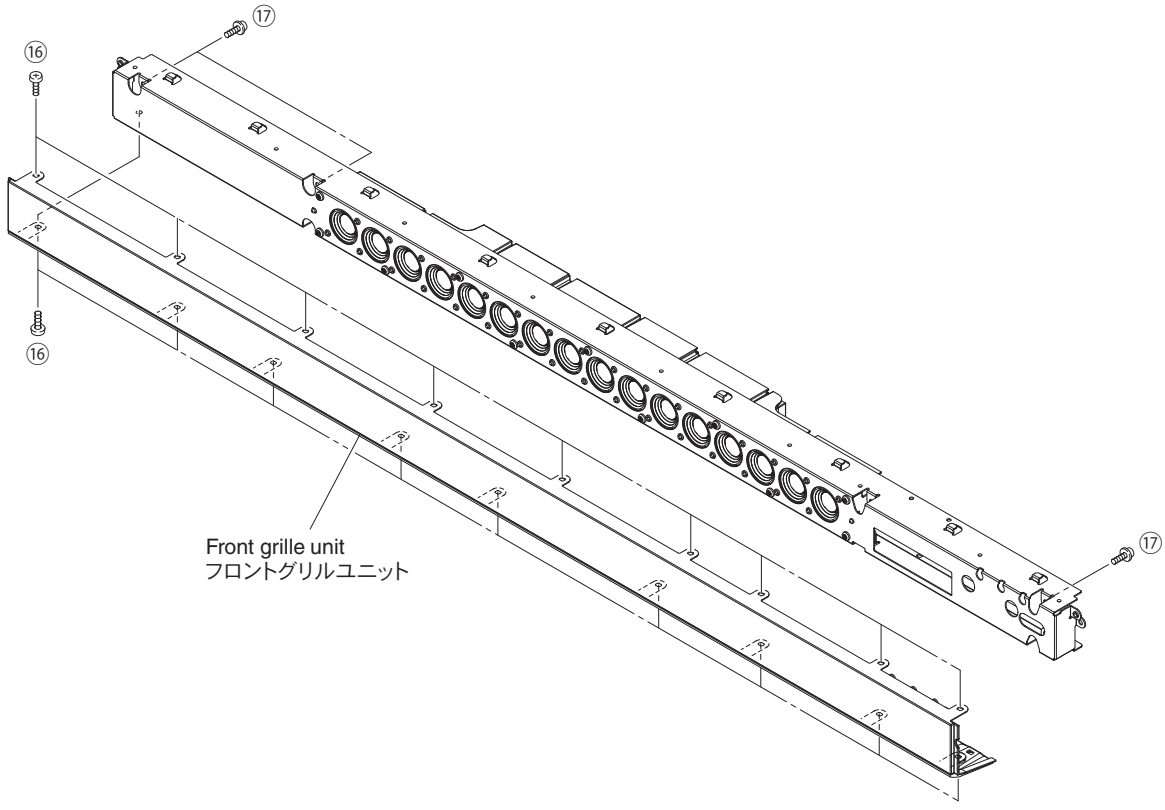

Fig. 8
12. Removal of Front Grille Unit (Fig. 8)
a. Remove 17 screws (⑯) and 3 screws (⑰).
12. フロントグリルユニットの外し方（Fig. 8）
a. ⑯ のネジ 17 本、⑰ のネジ 3 本を外します。